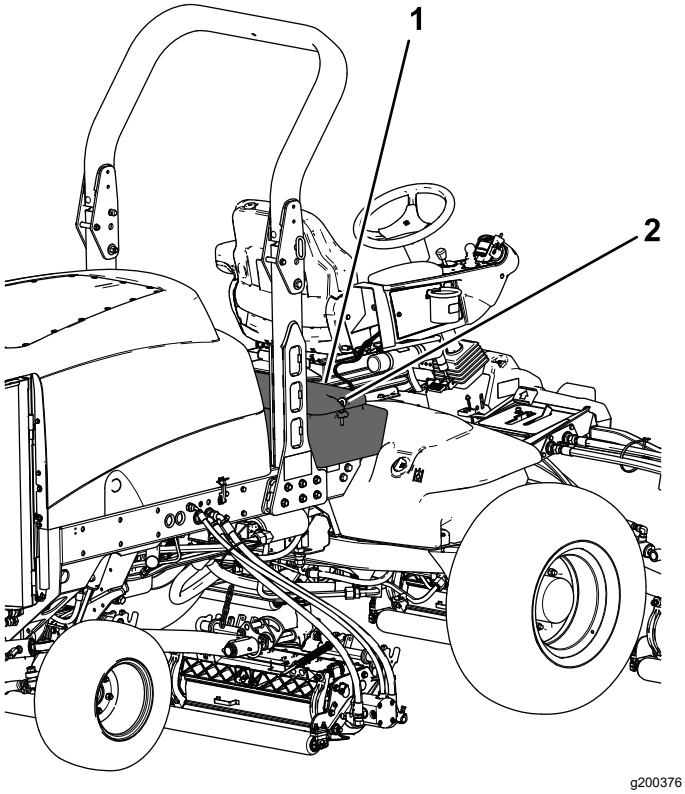

**Рисунок 94**
2. Откройте защелки и поднимите панель консоли оператора (Рисунок 94).